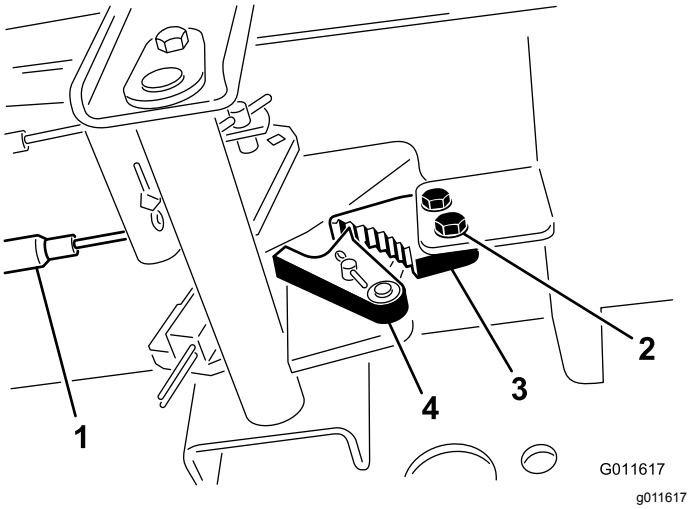

Figur 62
1. Løsne de to skruene som fester parkeringsbremsespaken til rammen (Figur 62).
2. Trykk parkeringsbremsepedalen fremover til bremsesperrehaken aktiveres fullstendig på bremsesperren (Figur 62).